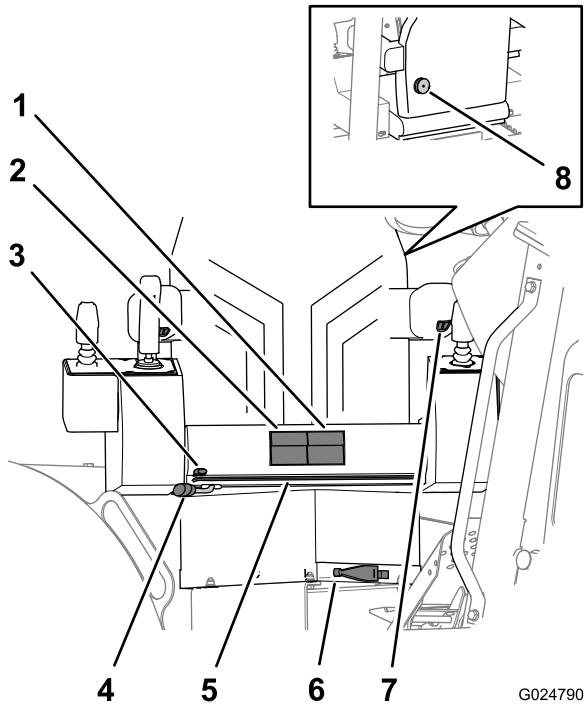

Figura 17
- **Botões de altura do banco** – use-os para ajustar a almofada do banco para cima ou para baixo (Figura 17).
- **Botões de ajuste do banco** – use-os para deslizar a almofada do banco para frente ou para trás (Figura 17).
- **Alavanca de ajuste da posição do quadro do banco** – Use esta alavanca para ajustar todo o banco e o quadro para frente ou para trás (Figura 17).
- **Alavanca de ajuste de posição da base do banco** – Use esta alavanca para mover a base do banco para frente ou para trás no quadro do banco (Figura 17).
- **Alavanca de rotação do banco** – Use esta alavanca para destravar o banco, de modo que seja possível girar o banco na posição desejada. O banco girará 360° e travará na posição em incrementos de 10° (Figura 17).
- **Compensador de peso do banco** – Gire esta alavanca para que o compensador de peso ajuste a tensão do suporte do peso do operador (Figura 17).
Gire o controle de altura do descanso de braço para levantar ou baixar o descanso de braço (Figura 17).
Gire o botão lombar do banco, localizado atrás do banco, para ajustar o suporte lombar para melhor conforto (Figura 17).